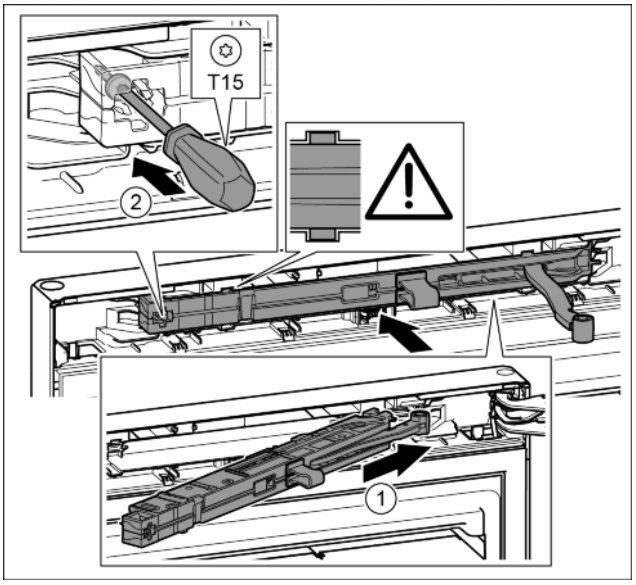

Fig. 48
▶ Introduire à fond l'amortisseur de fermeture du côté du support de palier dans la rainure en l'inclinant. *Fig. 48 (1)*
▶ Serrer la vis avec un tournevis T15. *Fig. 48 (2)*